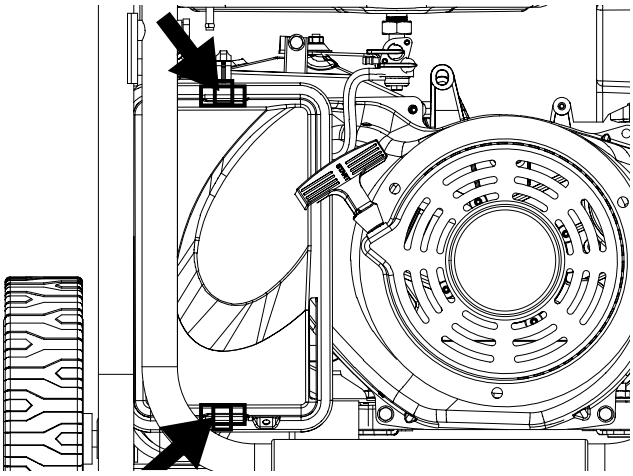

Figura 21 - Desenganche el filtro de aire
3. Desenganche los clips en la parte superior e inferior de la cubierta del filtro de aire (Figura 21).